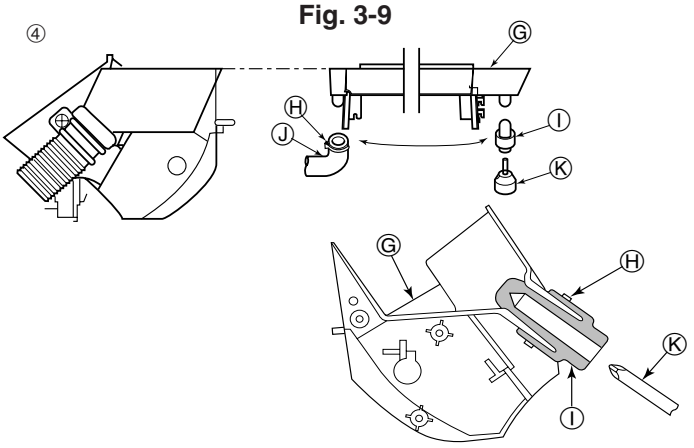

Fig. 3-10
④ La manguera de desagüe se puede conectar a dos posiciones diferentes. Utilice la posición más conveniente y, si es necesario, intercambie la posición de la cubeta de desagüe, tapón de caucho y manguera de desagüe. (Fig. 3-10)